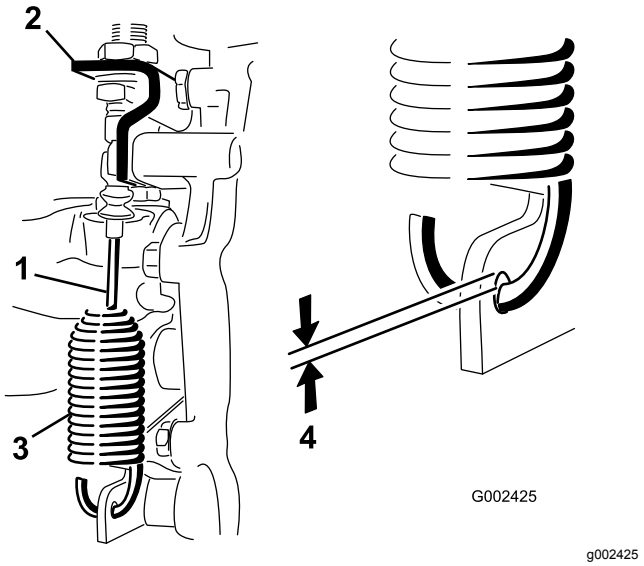

Figur 47
2. Lossa kontramuttrarna som håller fast differentiallåsvajern vid fästet på växellådan (Figur 47).